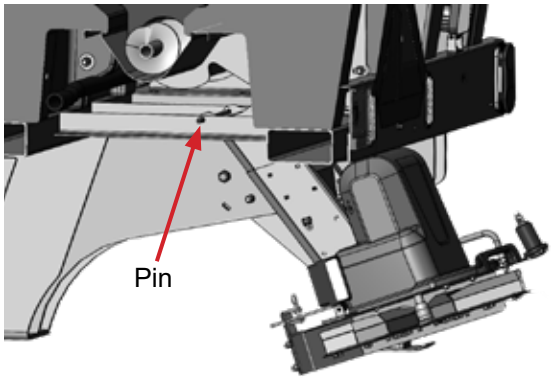

Bild 2. Die Schütte ist in hochgeklappter Position
- Klappen Sie die Schütte hoch und setzen Sie den Stift in die untere Position ein (Bild 2).